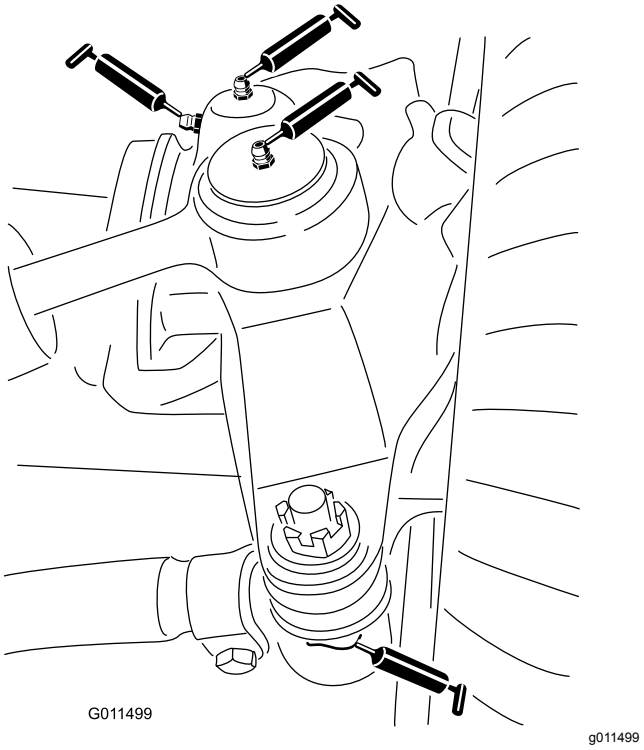

Figuur 62
- Kogelverbindingen van stuurcilinder (2) (Figuur 62)
- Kogelverbindingen van spoorstang (2) (Figuur 62)
- Lagerbussen van koppelpen (2) (Figuur 62). **De bovenste nippel op de koppelpen hoeft slechts één keer per jaar te worden gesmeerd (twee keer pompen).**